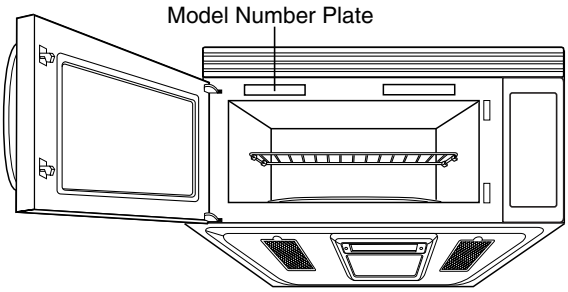
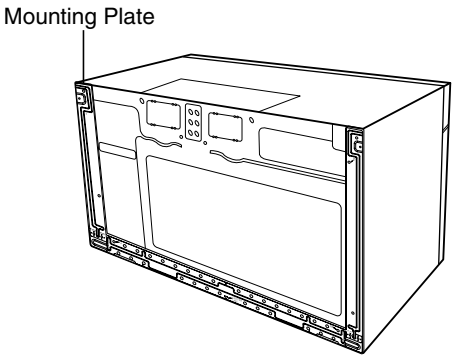

Figure 1
Figure 2
– Read the entire manual before you begin. The model number label is located on the oven front. See Figure 1. The mounting plate is located on back side of microwave oven. See Figure 2.